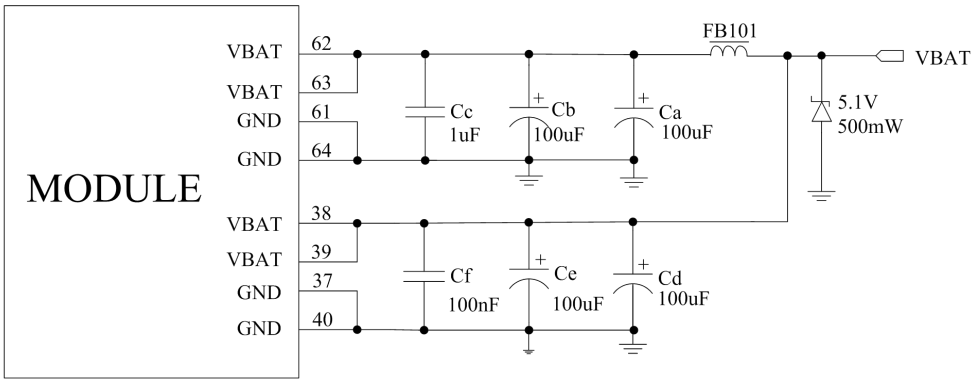

**Figure 6: Power supply application circuit**
***Note: The test condition: The voltage of power supply for VBAT is 3.8V, Cd=100 µF tantalum capacitor (ESR=0.7Ω) and Cf=100nF (Please refer to Figure 6—Application circuit).***